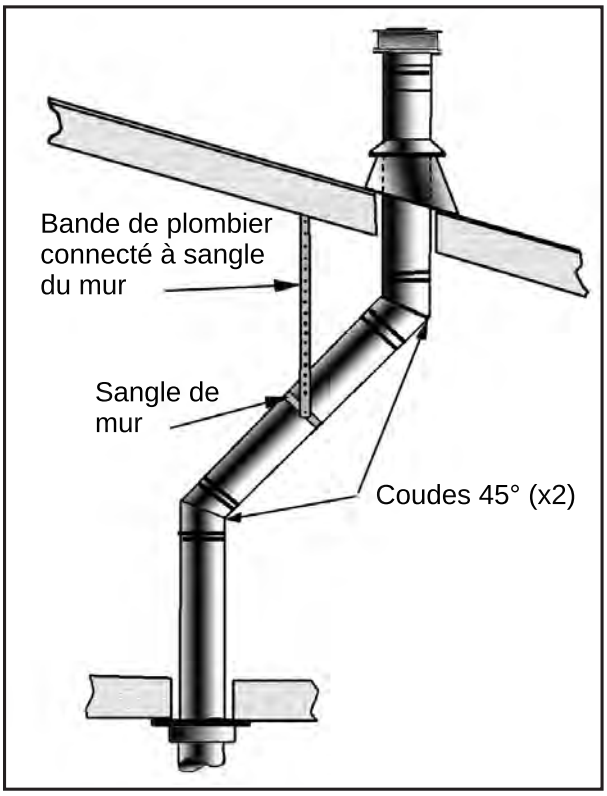
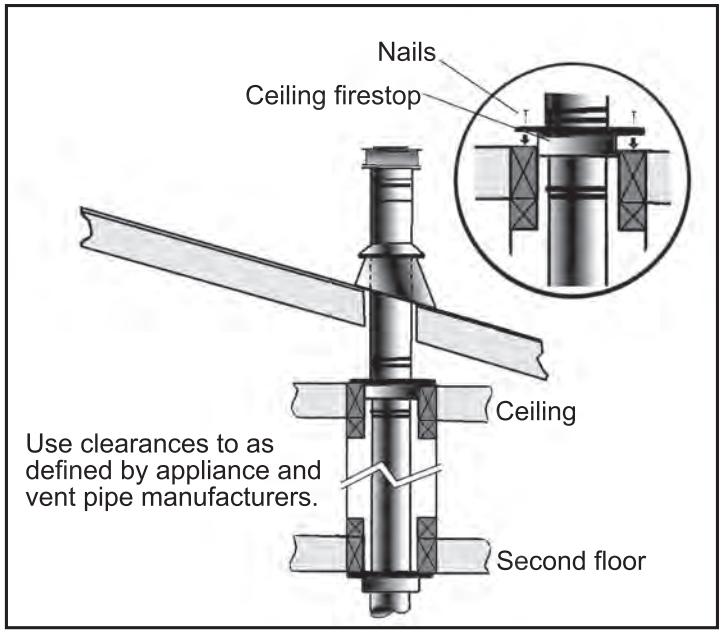

Figure 50. Use of Wall Straps.
Figure 51. Multi-Story Vent Pipe Installation.
(1) If an offset is necessary in the attic to avoid obstructions, it is important to support the vent pipe every 3 feet (914 mm), to avoid excessive stress on the elbows, and possible separation. Wall straps are available for this purpose (see Figure 50).
(2) When ever possible, use 45° degree elbows instead of 90° degree elbows. The 45° degree elbow offers less restriction to the flow of flue gases and intake air.
(3) For multi story installations; a ceiling firestop is required at the second floor, and any subsequent floors (see Figure 51). The opening should be framed to 10″ (254 mm) x 10″ (254 mm) inside dimensions, in the same manner as shown in Figure 33.
(4) Any occupied areas above the first floor, including